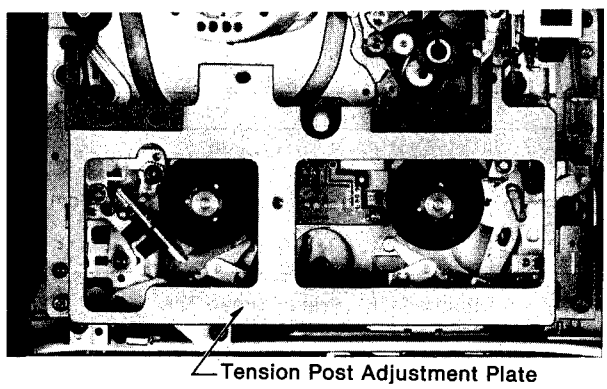
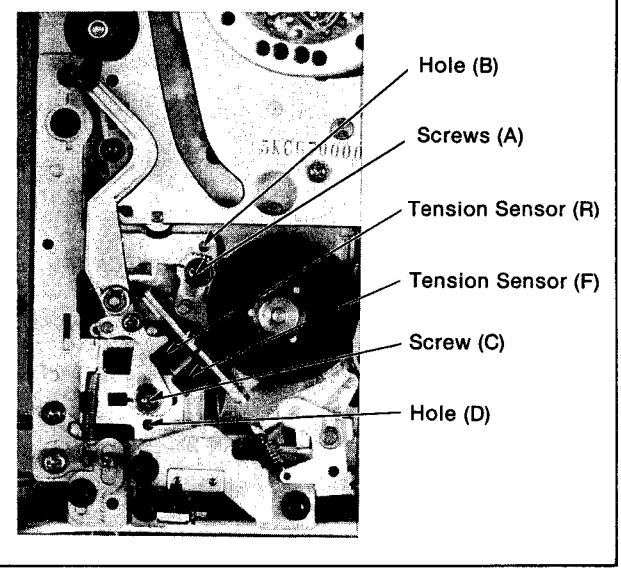
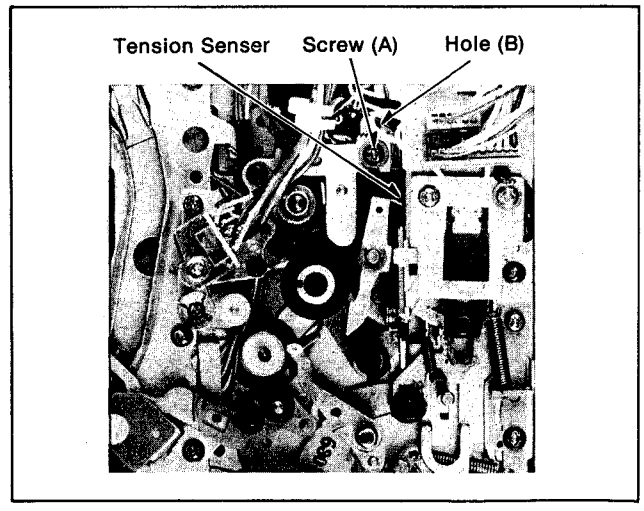

Figure M23
Figure M24
Figure M25
1. Place the Tension Post Position Adjustment plate (VFK0236) with Forward Tension Jig (VFK0394) over the reel tables. (Figure M23) Then, push the play button. (Figure M23)
3. Loosen the screw (A).
4. Insert the fine adjustment screwdriver into the adjustment hole (B) next to the screw (A) and adjust the Tension Arm Unit to 2.0V~2.5V. (Figure M24)
5. Tighten the screw (A). (Figure M24)
3. Loosen the screw (C). (Figure M24)
4. Insert the fine adjustment screwdriver into the adjustment hole (D) next to the screw (C) and adjust the Tension Arm Unit to 2.0~2.5V. (Figure M24)
5. Tighten the screw (C). (Figure M24)
1. Place the tension post adjustment plate (VFK0236) over the reel tables. (Figure M23) Then, push the play button.
3. Loosen the screw (A). (Fifure M25)
4. Insert the fine adjustment scrwedriver into the adjustment hold (B) next to the screw and adjust it so that the voltmeter indicates 2~2.5V. (Figure M25)